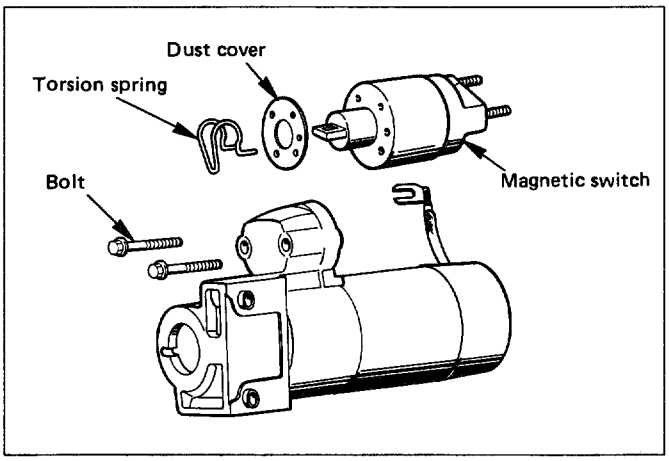

Fig. 6D2-6
- Remove torsion spring from magnetic switch assembly. (Fig. 6D2-6)